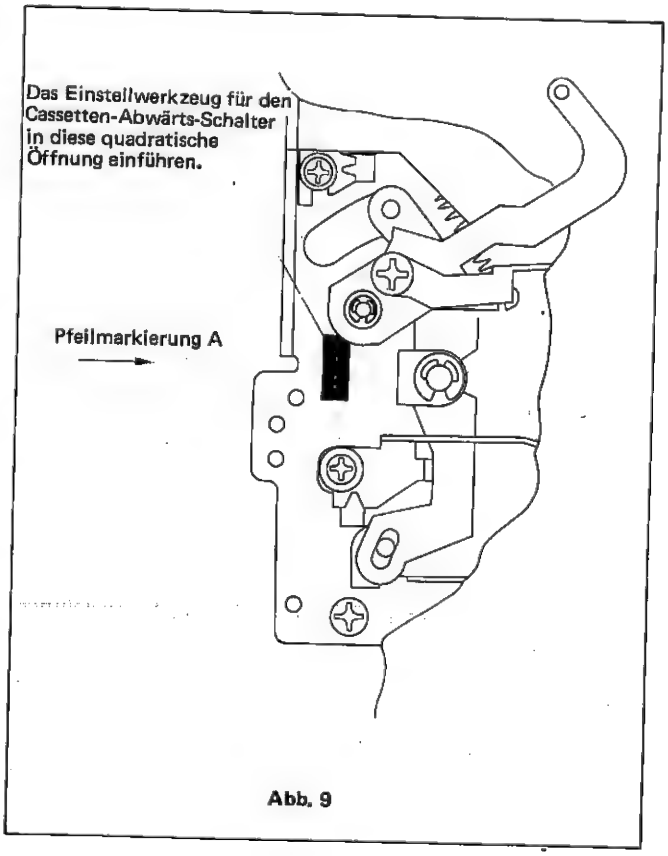

Abb. 9
1. Wenn das Cassettengehäuse entfernt werden ist, das Einstellwerkzeug für den Cassetten-Abwärts-Schalter, in Abb. 6 gezeigt, an der in Abb. 9 gezeigten quadratischen Öffnung ansetzen.
1. Wenn das Cassettengehäuse entfernt worden ist, das Einstellwerkzeug für den Cassetten-Abwärts-Schalter, in Abb. 6 gezeigt, an der in Abb. 9 gezeigten quadratischen Öffnung ansetzten.